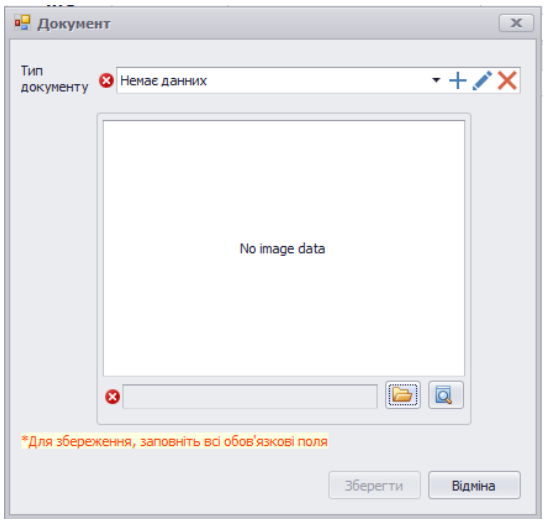

Рисунок 8.12 – Вікно «*Протокол атестації*» кнопки «*Прикріпити протокол*»
- «*Документи та сертифікати*», до таблиці документи та сертифікати є можливість прикріпити документ (рис.8.12), редагувати та видаляти його;